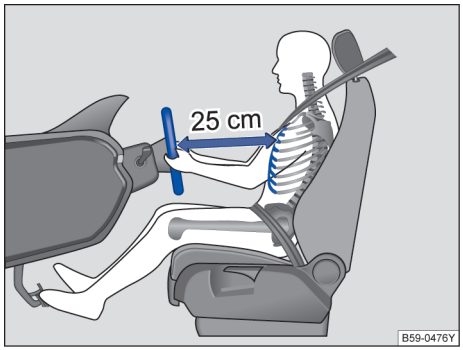

图 20 驾驶员与方向盘之间至少保持为 25 cm 的距离
– 调节方向盘，使驾驶员胸部与方向盘之间至少保持 25 cm 的距离→图 20。